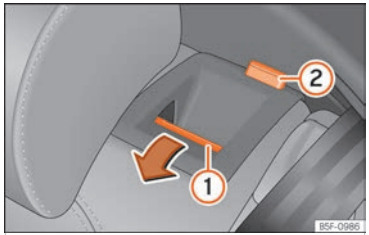

Fig. 71 Rear seat: folding down the backrest.
- Press the unlock button ››› Fig. 71 ① forwards and at the same time fold the backrest down. The rear seat backrest is not engaged when the red marking of the button ② is visible.